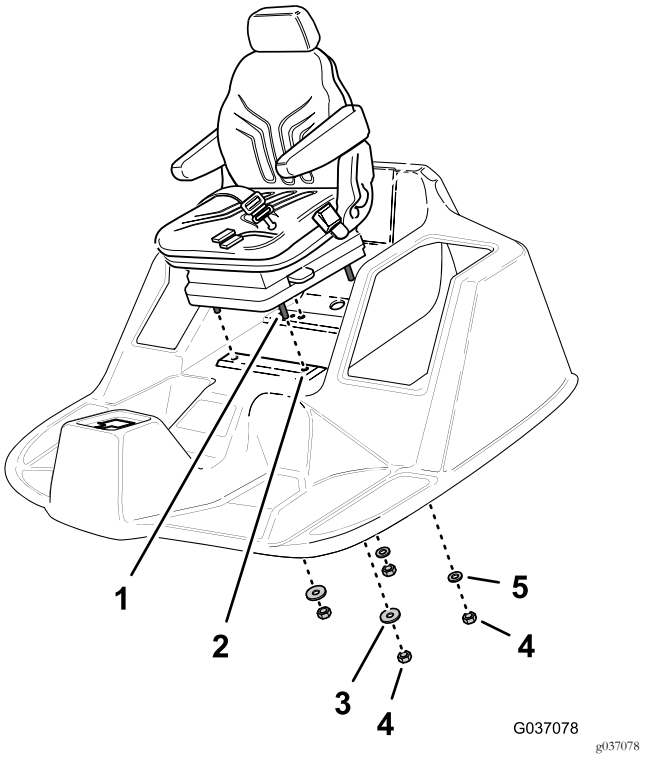

Figura 15
3. Alinhe os quatro parafusos (8 x 40 mm) do banco novo com os orifícios na plataforma do operador (Figura 15).
5. Monte as duas porcas de bloqueio (8 mm) e as duas anilhas (8 x 25 mm) nos dois parafusos frontais à mão (Figura 15).
6. Monte as duas porcas de bloqueio (8 mm) e as duas anilhas (8 x 17 mm) nos dois parafusos traseiros à mão (Figura 15).
6. Monte as duas porcas de bloqueio (8 mm) e as duas anilhas (8 x 17 mm) nos outros dois parafusos à mão (Figura 15).